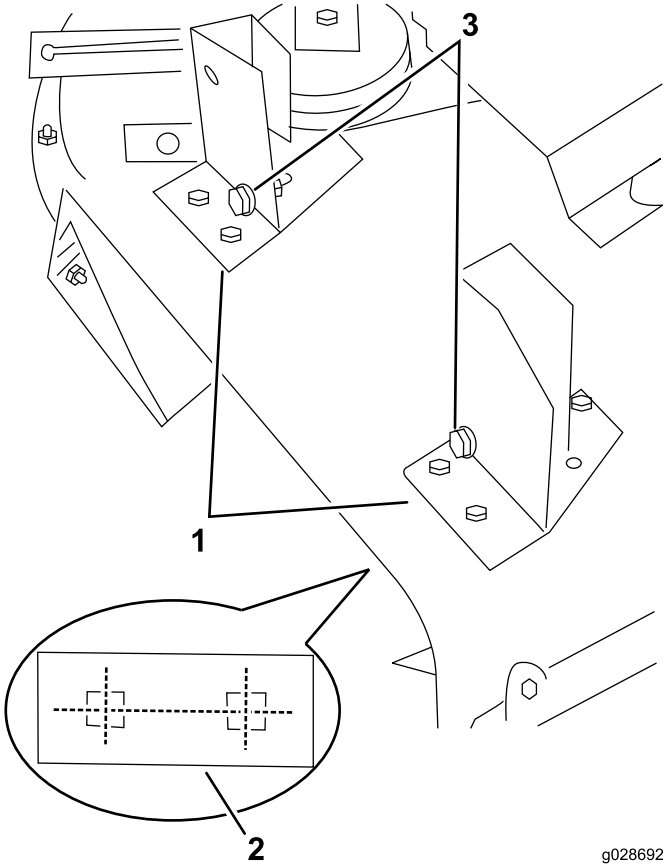

Figura 11
1. Posizionate il soffiatore e le staffe di montaggio sul piatto di taglio, allineando i fori di montaggio con i fori precedentemente utilizzati per il montaggio del deflettore dell'erba (Figura 11).
2. Facendo attenzione che non vi sia distanza tra il soffiatore e il piatto di taglio, fissate ciascuna staffa al piatto con una piastra della staffa (Figura 11), 2 bulloni a testa tonda (5/16-18 x 3/4 poll.) e 2 dadi di bloccaggio.
9. Fate scorrere il soffiatore sui bulloni di allineamento delle staffe di montaggio (Figura 11) mentre disponete la cinghia attorno alla puleggia del soffiatore.